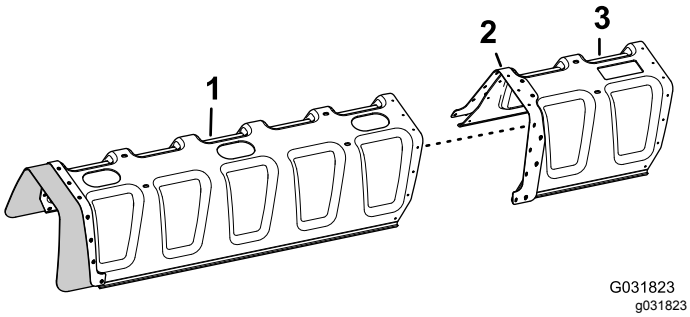

Figuur 180
3. Lijn de gaten in de verstevigingsplaat (dubbele rij) op het verlengstuk van de afdekking uit met de gaten in het uiteinde van de spuitboomafdekking voor 11 spuitdoppen (Figuur 180).